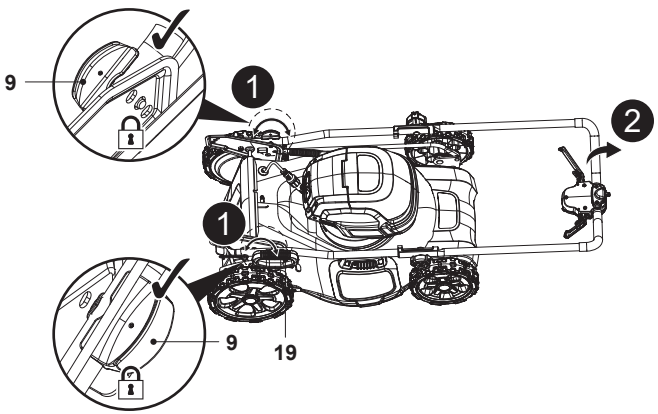
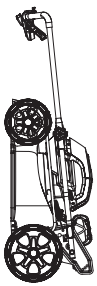

Fig. 24
Fig. 25
1. Switch the machine off and remove the two battery packs (27) before storage.
- Remove the grass bag (8) / mulching insert (26).
- Set the lever for cutting height adjustment (19) to the lowest position.
- Turn the two hand locks (9) 90° back, then completely fold the handle assembly (Fig. 24, steps 1, 2).
- Secure the connections by turning the two hand locks (9) 90° back and ensure that the auto-tension pin (9a) passes through the parking hole (10b) of the handle bracket (10) to avoid scattering before vertical storage.
- Store the lawn mower flat or upright (Fig. 25).